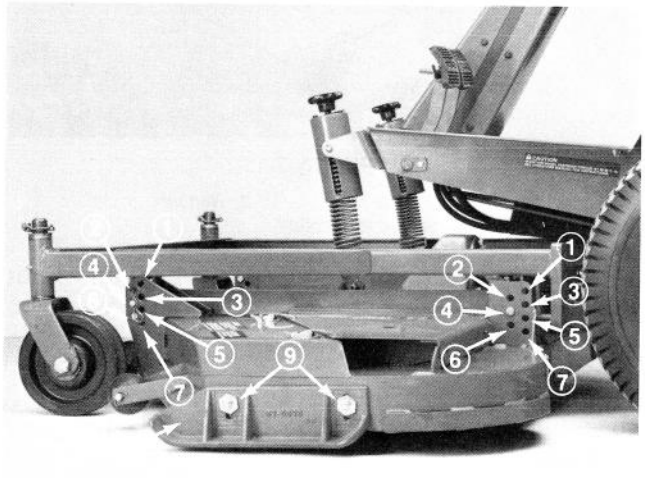

Figure 9
The height-of-cut is adjustable from 1 to 4 inches (25 to 102 mm) in 1/2 inch (13 mm) increments by relocating four clevis pins in different hole locations in brackets at each corner of the cutting unit (Fig. 9).
2. Adjust skid by loosening flangenuts, positioning skid as desired, and retightening flangenuts (Fig. 9).